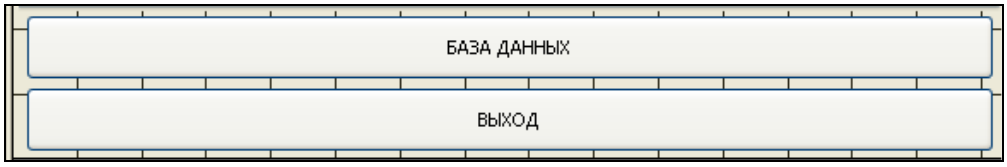

Рис. 7.22. Кнопки перехода
3.9. В примечании формы *Титульный лист* создаются две кнопки, предназначенные для закрытия базы данных и для перехода к главной кнопочной форме (рис. 7.22).